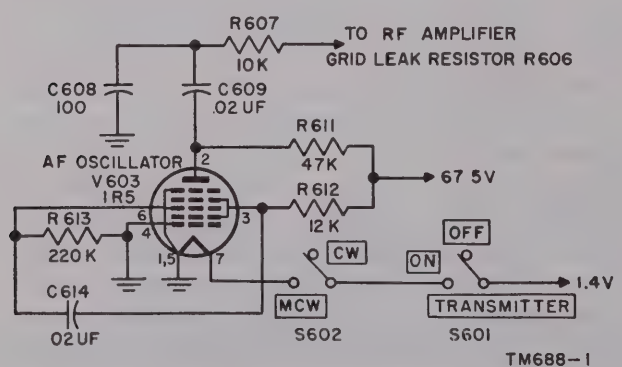

Figure 97. Af oscillator, schematic diagram.
(fig. 97)
b. In figure 97, capacitor C614 may be regarded as the key element in the circuit. In the absence of C614, a decrease in screen grid (pin 3) voltage results in a corresponding decrease in screen grid current. However, when C614 is in the circuit, the negative voltage at the screen grid is coupled to the injector grid (pin 6). The injector grid distributes the current emitted from the cathode to the screen grid and plate. A negative voltage at the injector grid repels a greater number of electrons back to grid No. 2 (part of the screen grid). The net result is an increase in screen grid current until the potential at the screen grid reaches the point where no further increase in the attraction of electrons is possible. At this point, the magnitude of the negative-going voltage fed back to the injector grid (pin 6) starts to decrease. This is, in effect, a positive-going voltage on the injector grid and the process reverses. The frequency of oscillation (approx. 800 cps) is determined by the time constant of capacitor C614 and resistor R613. The output of the af oscillator is coupled through C609 to the grid of the rf amplifier.